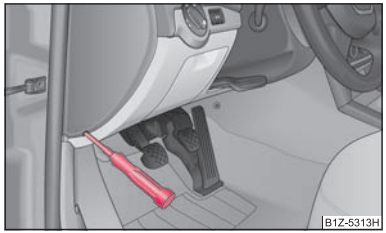

Fig. 143 Couvercle des fusibles: côté gauche du tableau de bord
- Enlevez le cache des fusibles sur le côté du tableau de bord à l'aide d'un tournevis ⇒ fig. 143 resp. le cache des fusibles dans le compartiment moteur ⇒ page 174.